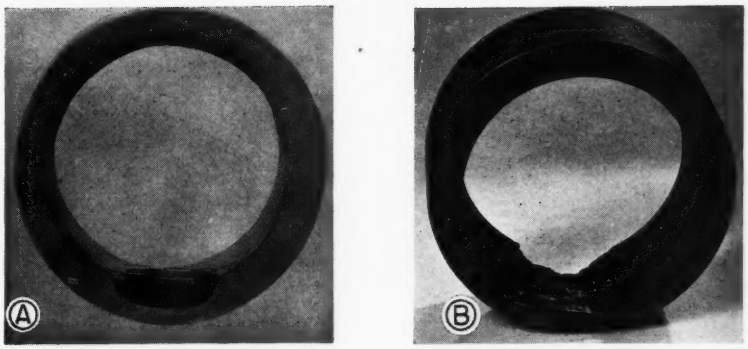

Fig. 4. Corrosion in generating tube. A. Corrosion product in place. B. Corrosion product removed
1. Fig. 4, A and B, illustrates corrosion which occurred in one of the generating tubes of a high-pressure boiler. In A, the corrosion product, magnetic oxide (Fe_3O_4), remains in place just as it was found, and in B, has been largely dug out for examination. In the analysis of this case, the first question is, Was the oxygen content of the feedwater sufficient to be responsible for this attack? No; this plant is equipped for the complete deaeration which characterizes the most modern plants; besides, regular testing for oxygen by the most exact methods showed its presence only in negligible amount. Furthermore, in other plants, where similar corrosion has occurred, additional precaution against oxygen attack is taken by maintenance of an oxygen scavenger, sodium sulphite, in the boiler water.